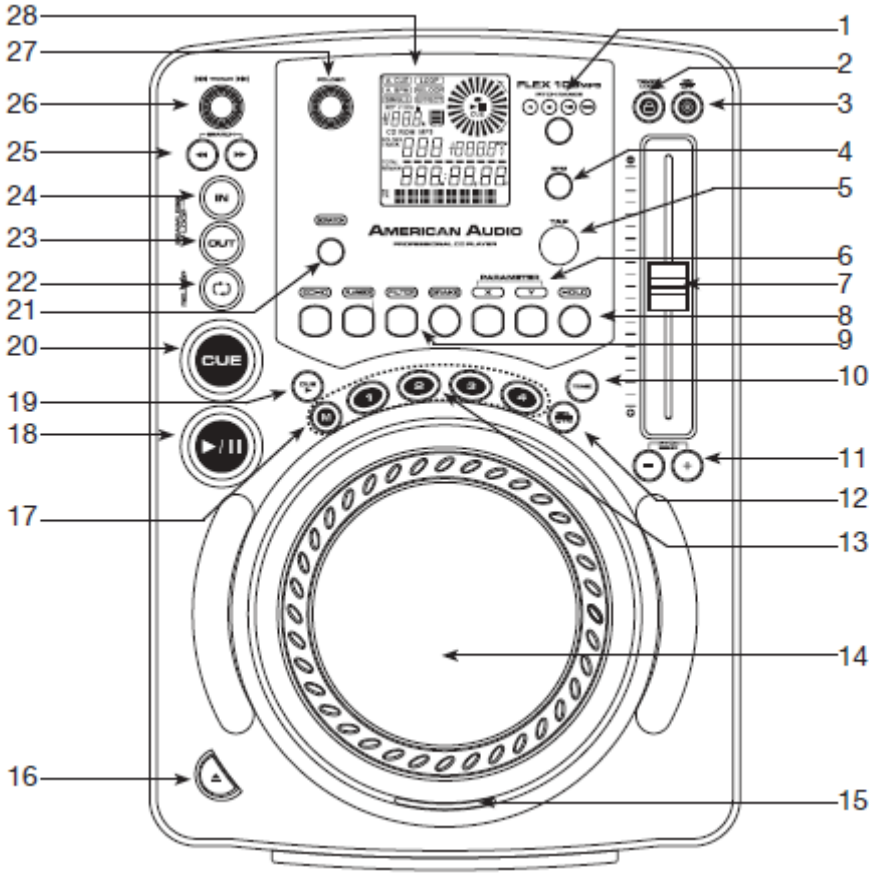

Rysunek 3
A. ELEMENTY STEROWANIA (Rysunek3)
3. Przycisk PITCH ON/OFF - Przycisk ten jest używany do włączania działania suwaka *PITCH SLIDER (7).* Kiedy dioda LED przycisku świeci się *PITCHSLIDER(7)* jest włączony. Gdy dioda LED nie świeci się *PITCHSLIDER(7)* jest wyłączony. Procent pitch można zmieniać w zakresie pomiędzy